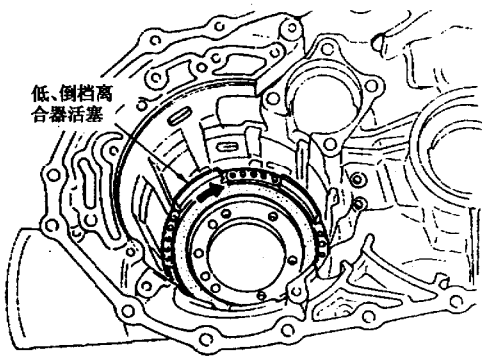

图9-13-120
(2) 立起变速器壳体。
(3) 在变速器壳体的内表面涂上ATF油，把活塞总成装到变速器壳体上，如图9-13-120所示。